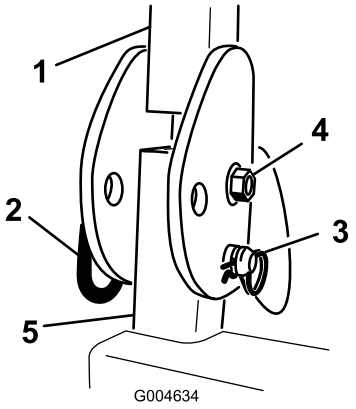

**Rysunek 92**
3. Zdemontuj śrubę, nakrętkę, zawleczkę sworznia oraz sworzeń mocujące pałąk ROPS do każdego ze słupków (Rysunek 92). Zdejmij pałąk ROPS